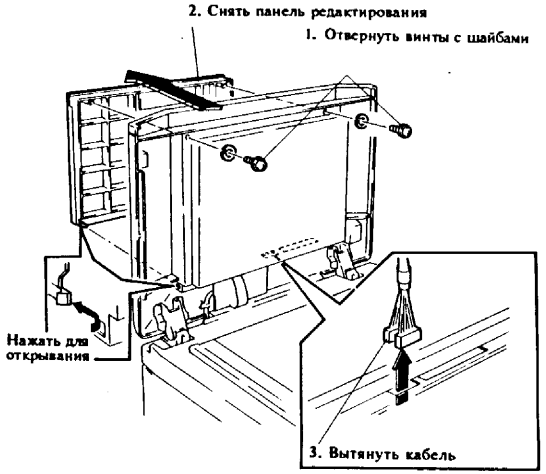

Рис.4. Снятие панели редактирования
8. Снять панель редактирования с крышки стекла оригинала (рис.4)